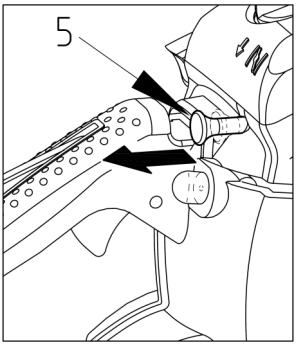

Рис. 6.4
6. Вытяните рукоятку дросселя (рис. 6.4 поз. 5). Воздушная заслонка закроется, и рычаг дросселя будет установлен в положение запуска.